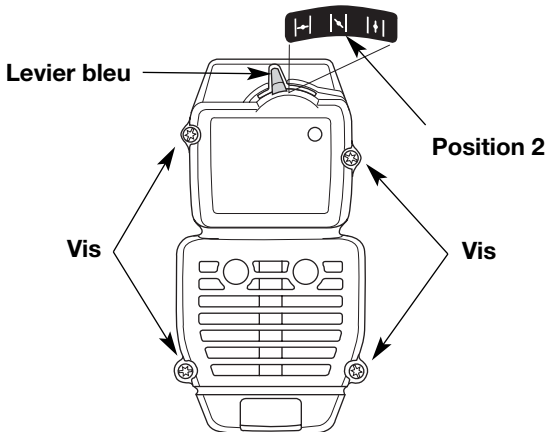

Fig. 21
REMARQUE: pour enlever le couvercle du filtre à air/silencieux, le levier bleu doit être en Position 2 (Fig. 21).
2. Retirez les quatre (4) vis retenant le couvercle du filtre à air/silencieux (Fig. 21). Servez-vous d'un tournevis à mèche no. 20 Torx.
2. Insérez les quatre (4) vis dans les trous du filtre à air/couvercle du silencieux (Fig. 21) et vissez sans trop serrer.